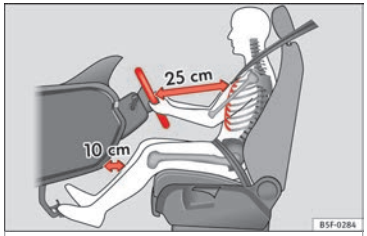

Rys. 92 Prawidłowa odległość kierowcy od kierownicy. »
– Ustawić fotel kierowcy w taki sposób, by pomiędzy środkiem klatki piersiowej kierowcy a centralną częścią kierownicy zachować odległość co najmniej 25 cm ››› **rys. 92**.
• Ustawić fotel kierowcy tak, by odległość pomiędzy klatką piersiową kierowcy a środkiem kierownicy wynosiła co najmniej 25 cm ››› rys. 92. Jeżeli odległość jest mniejsza niż 25 cm, system poduszek powietrznych może nie zapewniać właściwej ochrony kierowcy.